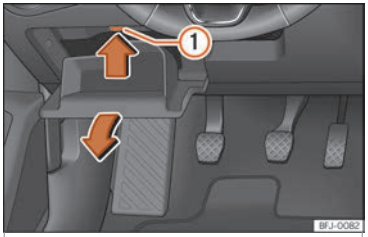

Fig. 102 Sulla plancia, lato del conducente (volante a sinistra): coperchio della scatola dei fusibili.
• Aprire il vano portaoggetti lato guida ››› **fig. 102**.
• Premere verso l'alto la linguetta di aggancio ››› **fig. 102** ①, nella direzione indicata dalla freccia; contemporaneamente, aprire ulteriormente il vano portaoggetti ed estrarlo per poter accedere al portafusibili.